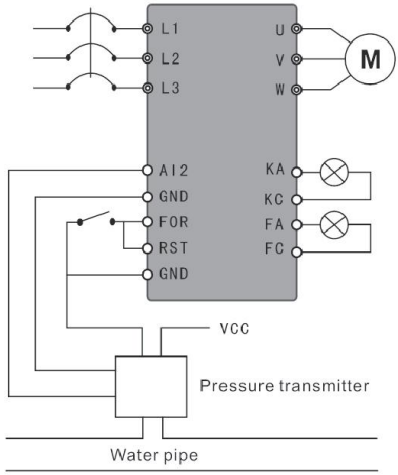

Figura F-5 Alimentazione idrica a pressione costante – Trasmettitore di pressione
(1) Utilizzare un trasmettitore di pressione con un intervallo di 0-10 kg e un feedback di 4-20 mA; alimentazione di acqua pressurizzata di 5 kg secondo necessità, allarme quando la pressione supera il limite superiore di 6 kg e scende al di sotto del limite inferiore di 4 kg, e arresto dell'avvio del terminale esterno. Come mostrato nella Figura F-5 .